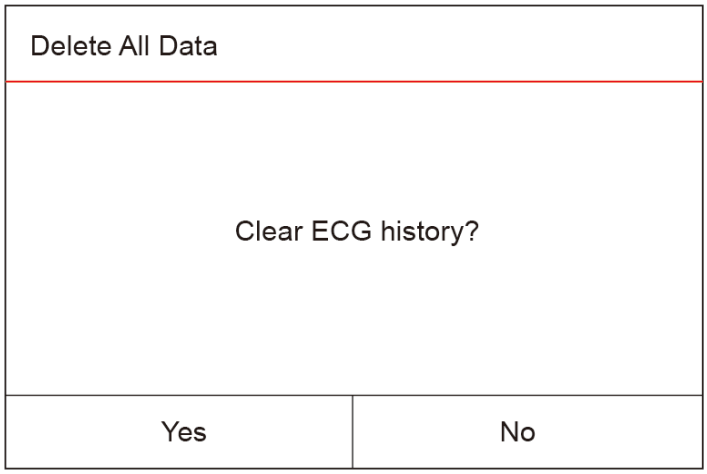

Figura 4.5 Eliminar historial ECG
- ➢ Presione prolongadamente la tecla OK " ";después, aparecerá un cuadro de diálogo de eliminación, tal y como se muestra en la figura 4.5. El usuario puede eliminar todo el historial de datos de la onda ECG, según requiera.